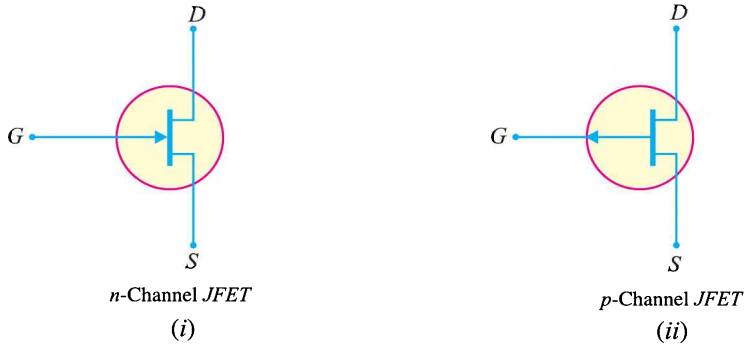

Fig. 19.4
Fig. 19.4 shows the schematic symbol of *JFET*. The vertical line in the symbol may be thought
as channel and source (S) and drain (D) connected to this line. If the channel is *n*-type, the arrow on the gate points towards the channel as shown in Fig. 19.4 (*i*). However, for *p*-type channel, the arrow on the gate points from channel to gate [See Fig. 19.4 (*ii*)].